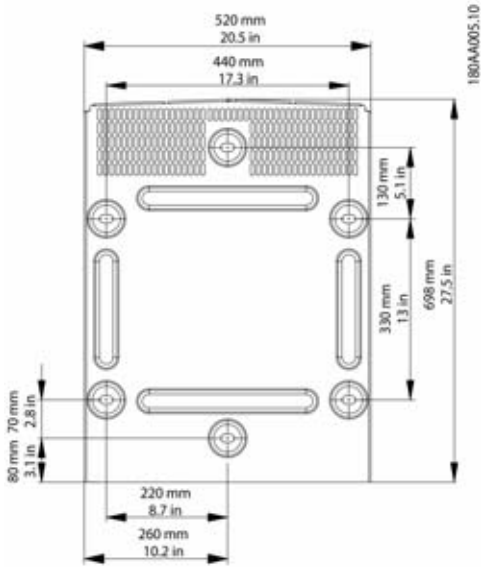

Abbildung 3.9 Wandhalterung
- Bei der Installation eines oder mehrerer Wechselrichter die Sicherheitsabstände einhalten, um eine ausreichende Luftströmung sicherzustellen. Die Abstände sind unter Abbildung 3.9 und auf dem Schild an der Wandhalterung angegeben.